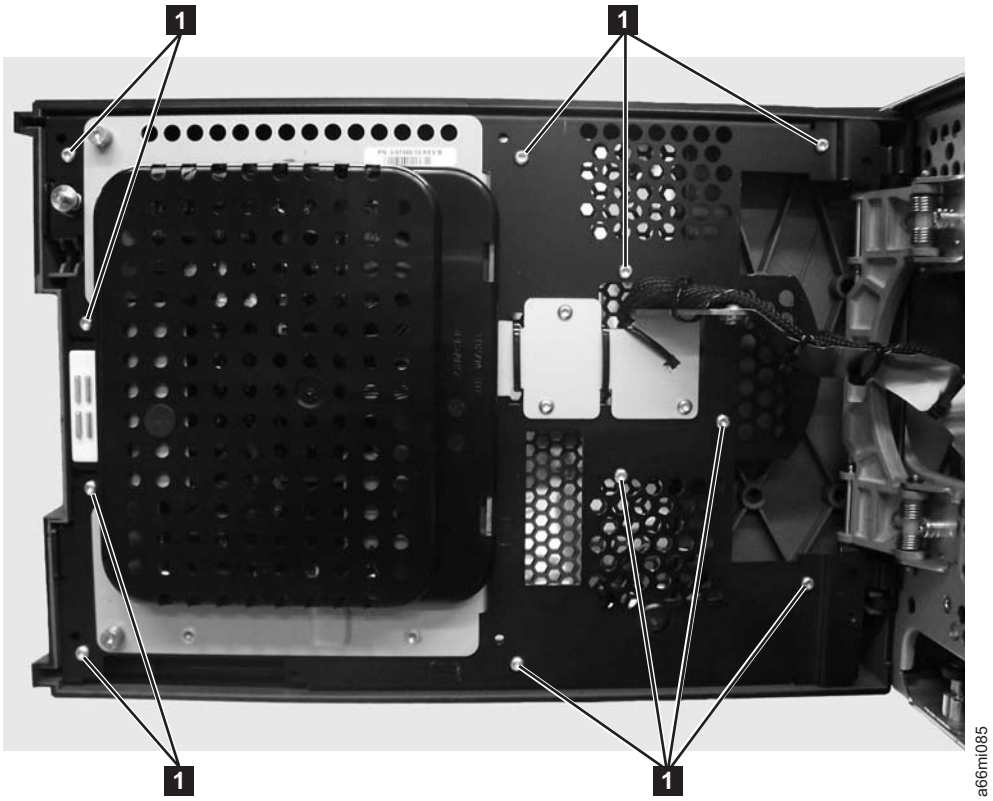

Figure 7-24. Control module Access Door screw locations
- For the control module (11 screws), see **1** in Figure 7-24.